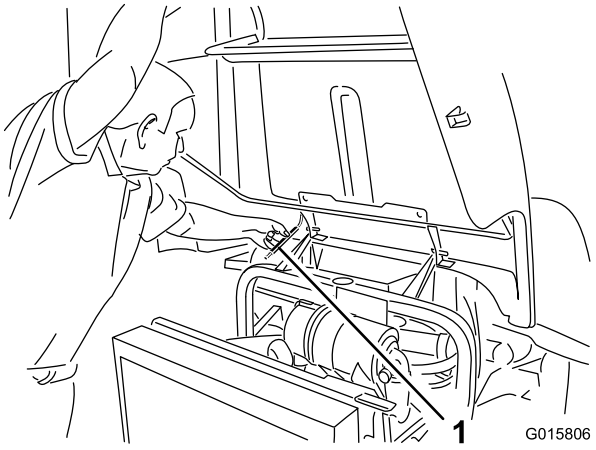

**Figure 2**
- Lift up on the hood until the prop rod can be positioned behind the frame tube (Figure 2).